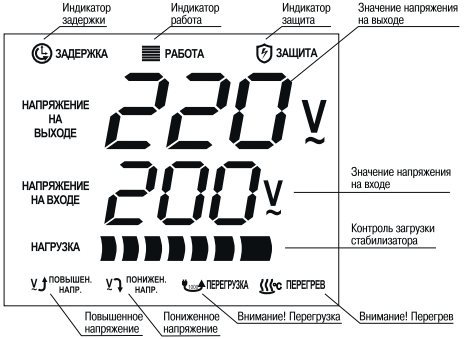

Рисунок 6 – Индикация режимов работы стабилизатора
1.2 При изменении напряжения сети в диапазоне от 150 до 260 В стабилизатор поддерживает уровень выходного напряжения 220 В с точностью 6 %. При изменении напряжения сети в диапазонах от 110 до 150 В и от 260 до 270 В стабилизатор поддерживает уровень выходного напряжения 220 В с точностью 10 %. Функции защиты обеспечивают безопасную эксплуатацию стабилизатора в непрерывном режиме. Стабилизатор имеет на лицевой панели многофункциональный индикатор, отображающий режимы работы, уровень загрузки стабилизатора по мощности и уровни входного и выходного напряжения и др. (рисунок 6).